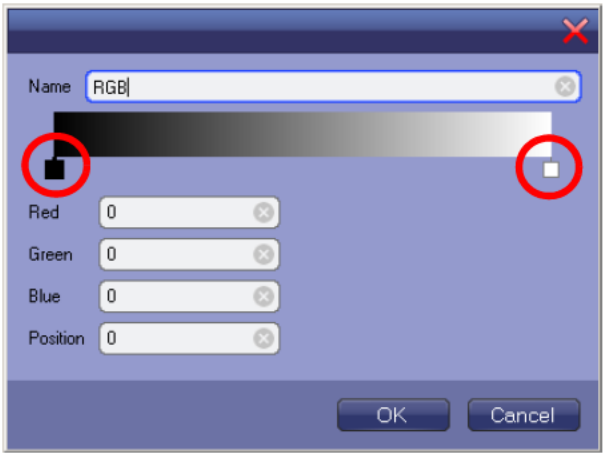

Figure 3-5: Add Template Dialog
2. To add a color, you can either change the RGB values in the corresponding fields below the colorbar (see Figure 3-5 on page 3-17), or double-click the marker. Double-clicking opens the color palette: